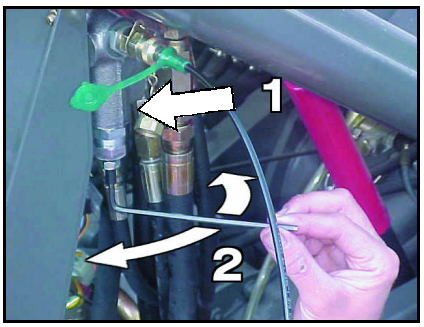

fig. 3
- Localizar el distribuidor "1" (fig. 3)